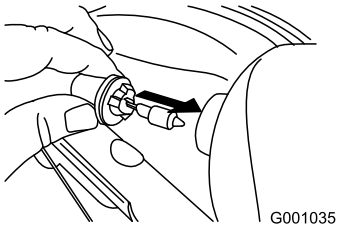

**Figur 60**
4. Sätt i en ny lampa på strålkastarens baksida (Figur 60).